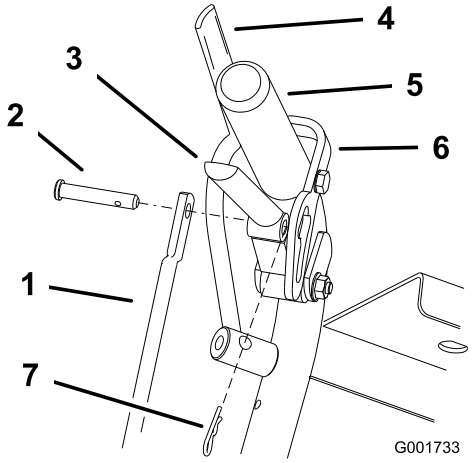
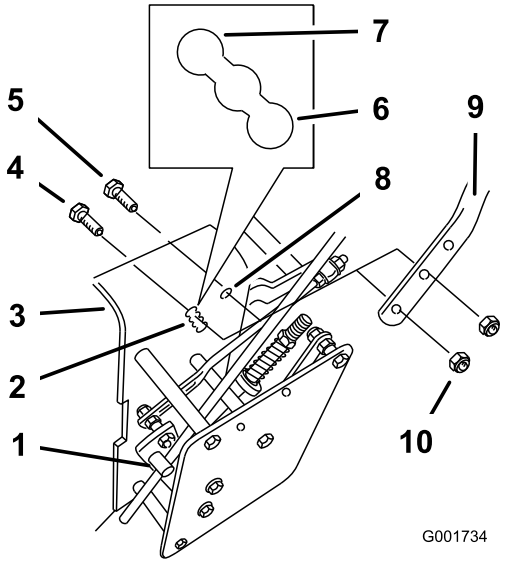

Figura 18
Figura 19
1. Retire os contrapinos de gancho e os passadores de forquilha das alavancas da transmissão e dos bloqueios neutros (Figura 18).
2. Desaperte os parafusos flangeados superiores (3/8 x 1-1/4 pol.) e a porca flangeada que fixam o manípulo à estrutura traseira (Figura 19).
3. Retire os parafusos flangeados inferiores (3/8 x 1 pol.) e as porcas flangeadas que fixam o manípulo à estrutura traseira (Figura 19).
5. Ajuste o comprimento da barra de controlo rodando a barra de controlo no encaixe da barra (Figura 18 e Figura 19).
6. Instale o contrapino de gancho entre as alavancas da transmissão e os bloqueios neutros e nos passadores de forquilha (Figura 18).